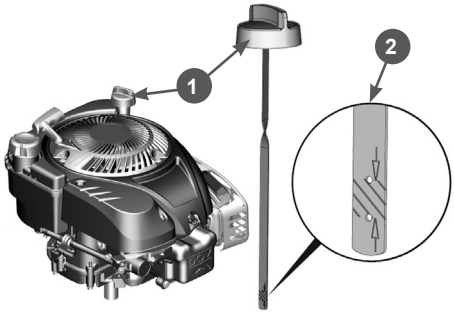

Рис. 5 Проверка уровня масла
2. Поверните крышку-щуп 1 маслозаливной горловины против часовой стрелки на 90 градусов (смотреть сверху) и извлеките щуп (Рис. 5).
5. Аккуратно вытащите щуп и осмотрите его. Уровень масла должен соответствовать верхней отметке на щупе (Рис. 5 п. 2).
4. Аккуратно извлеките щуп и осмотрите его. Уровень масла должен соответствовать верхней отметке на щупе (Рис. 5 п. 2).
При недостаточном уровне масла в картере необходимо долить чистое масло до верхней отметки на щупе (Рис. 5 п. 2).